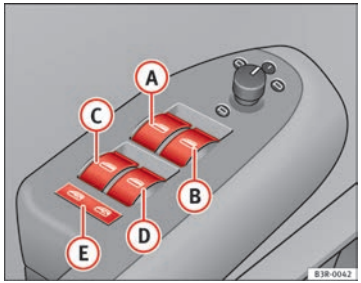

Abb. 79 Ausschnitt aus Fahrertür: Bedienelemente
(A) Schalter ⇒ Abb. 79 für das Fenster in der Fahrertür
Mit dem Sicherheitstaster ⇒ Abb. 79 (E) können die Schalter an den hinteren Türen außer Betrieb gesetzt werden. Nur wenn der Schalter hineingedrückt ist, lassen sich die Fenster von den Fondsitzen aus öffnen oder schließen.